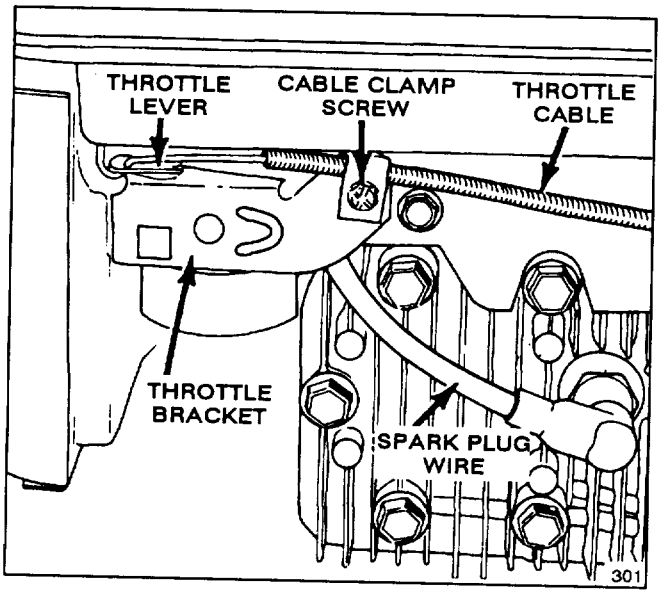
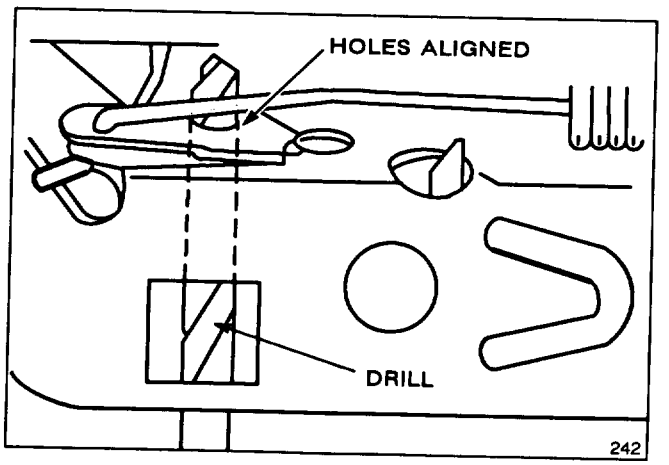

Figure 15
Figure 16
1. Stop engine and pull wire off spark plug (Fig.15).
3. Loosen cable clamp screw until throttle cable slides (Fig. 15). Align holes in throttle lever and throttle bracket using a 1/8" diameter drill (Fig. 16). Tighten cable clamp screw to lock adjustment in place.